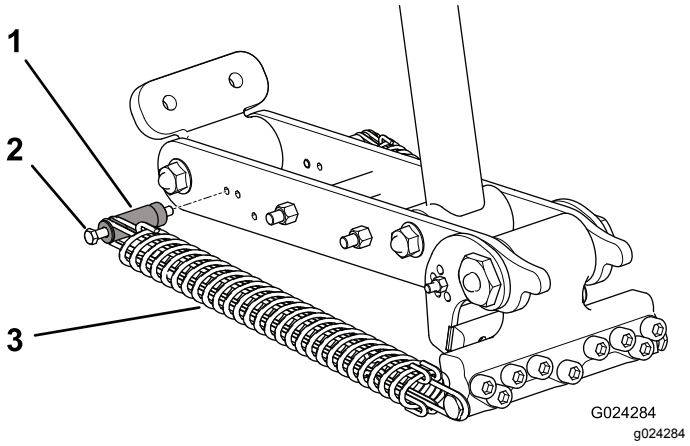
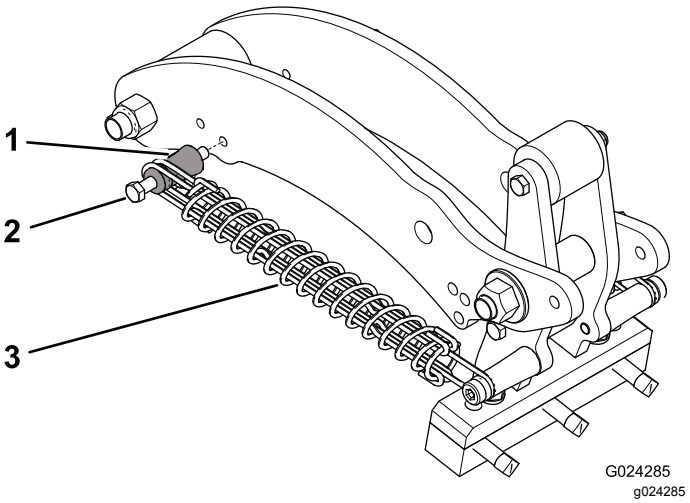

**Figuur 41**
**Figuur 42**
4. Verwijder de moer waarmee de bout van de veerbevestigingsstang vastgemaakt is aan de koppelingsarm (Figuur 41 of Figuur 42).
5. Verwijder de bout van de bevestigingsstang en de bevestigingsstang van de koppelingsarm, en steek ze in een andere opening (Figuur 41 of Figuur 42).